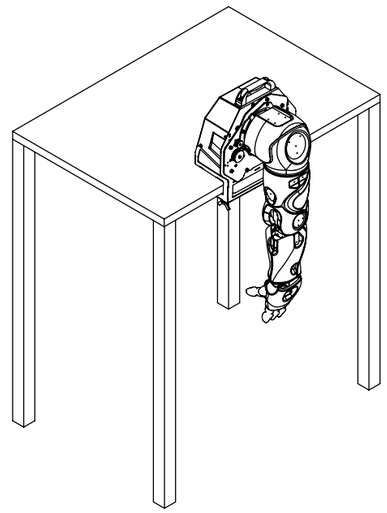

Рисунок 22.
16. Подключить в розетку кабель питания 220 /110 В (3), далее подключить кабель к кронштейну крепления манипулятора Rooky
17. Установить манипулятор Rooky в стартовое положение (рисунок 22)